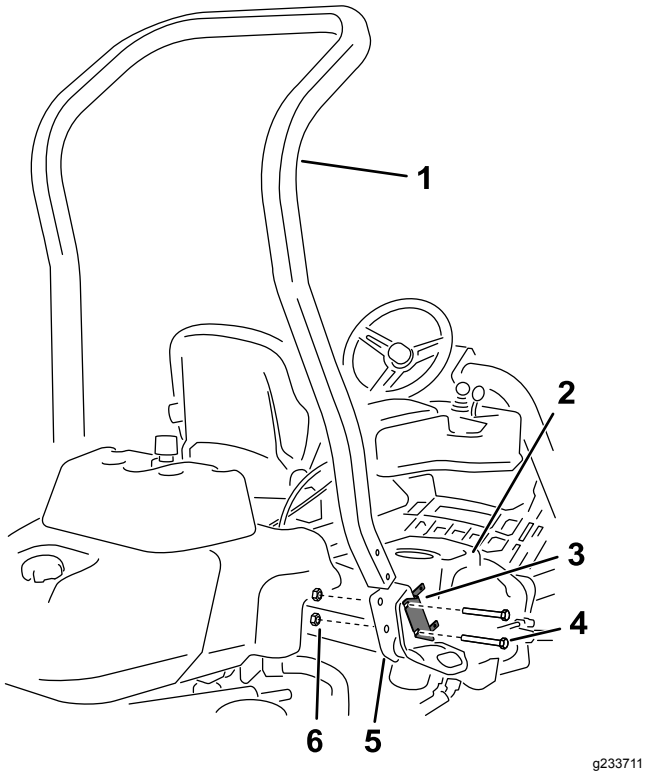

Figur 3
4. Ta bort de två bultar som fäster säkringsblockets fäste på vältskyddsfästet enligt Figur 3.